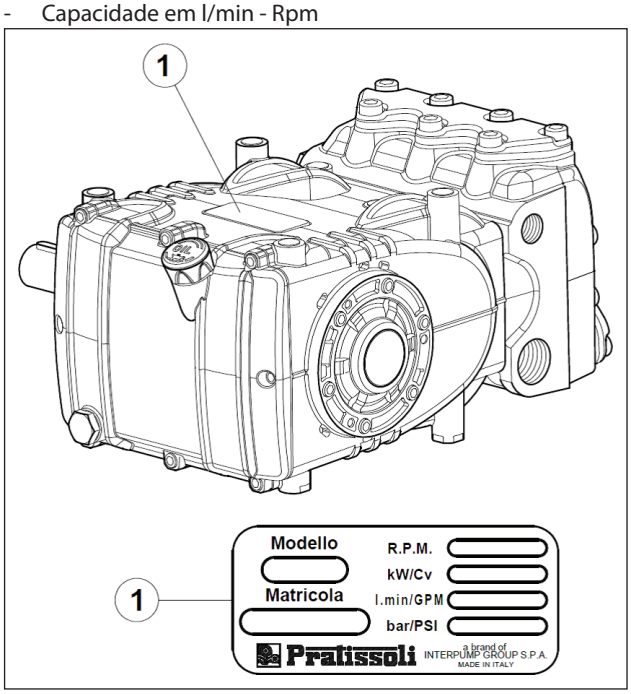

Fig. 1
Cada bomba tem uma etiqueta de identificação (ver pos. ① de Fig. 1) que relaciona: